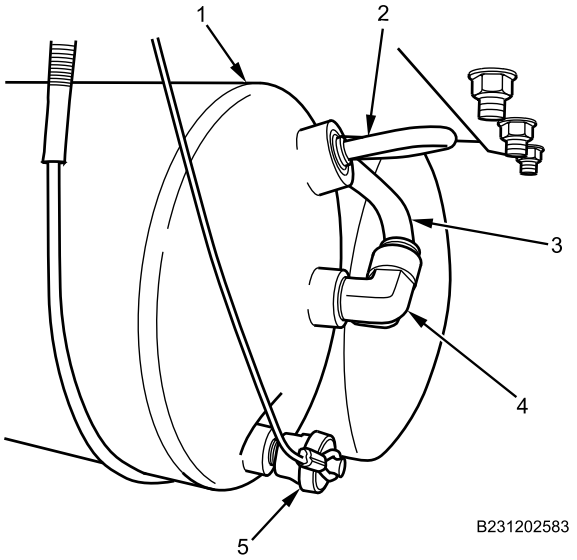

Figure 2. Secondary Tank Air Lines and Fittings.
2. Disconnect supply-to-secondary tank small ORANGE air line (Figure 2, Item 2) from secondary air tank (Figure 2, Item 1).
3. Disconnect large ORANGE air line (Figure 2, Item 3) from secondary air tank angle fitting (Figure 2, Item 4).
4. Remove secondary air tank angle fitting (Figure 2, Item 4) from secondary air tank (Figure 2, Item 1).
5. Remove secondary air tank drain fitting (Figure 2, Item 5) from secondary air tank (Figure 2, Item 1).